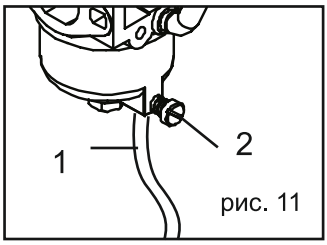

рис. 11
5. До карбюратора можна дістатися між двигуном і повітряним фільтром. Знайдіть прозору трубку від карбюратора (рис. 11), яка проходить через опорну пластину генератора.
7. Відкрутіть гвинт зливного отвору карбюратора (рис. 11) за допомогою викрутки з плоским наконечником (не входить до комплекту) і злийте весь бензин, який накопичився всередині карбюратора, через зливну трубку в контейнер для зберігання бензину.